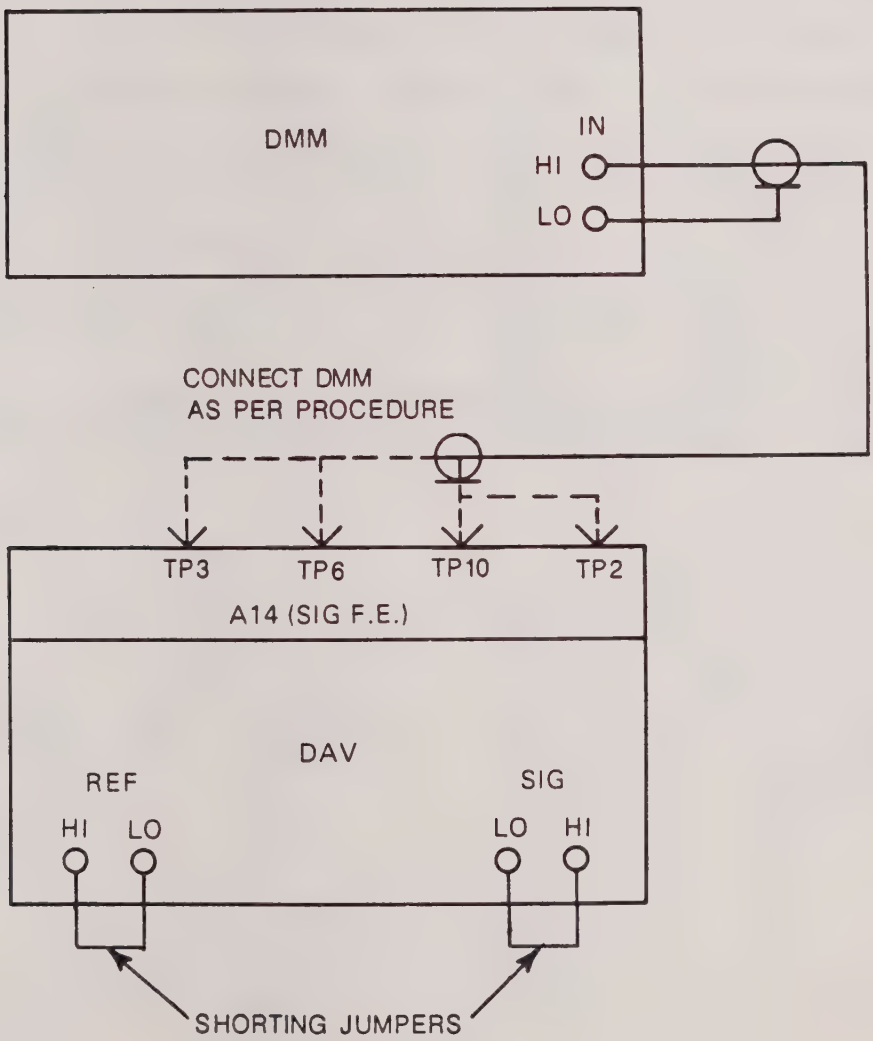

Figure 3-18. Front End A11/A14 Offset Adjustment, Test Setup Diagram
1. Set up equipment as shown in figure 3-18.
4. On Signal Front End A14, connect DMM between test points A14TP3 (HI) and A14TP2 (LO).
6. On Signal Front End A14, connect DMM between test points A14TP6 (HI) and A14TP10 (LO).
8. On Reference Front End A11, connect DMM between test points A11TP3 (HI) and A11TP2 (LO).
10. On Reference Front End A11, connect DMM between test points A11TP6 (HI) and A11TP10 (LO).